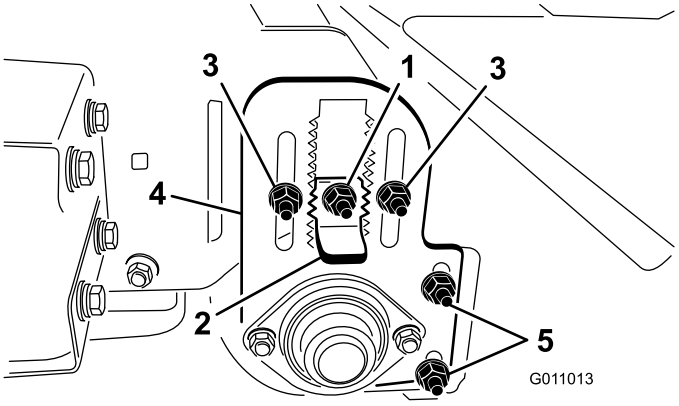

Figur 18
3. Lossa låsmuttern på höjdjusteringssprinten (Figur 18) så att det går att dra ut den ungefär 1,25 cm.
4. Lossa på justeringsmuttrarna för valshöjden (Figur 18).
5. Dra ut höjdjusteringssprinten och flytta upp eller ned den bakre valsen genom att dra justeringsplattan för valshöjden till önskad höjd (Figur 18).
Valsskrapan (Figur 18) ska justeras så att det finns ett fritt utrymme på 1,6 mm mellan skrapan och valsen. Lossa justeringsmuttrarna för valsskrapan, ställ in valsen i önskat läge och dra åt muttrarna.